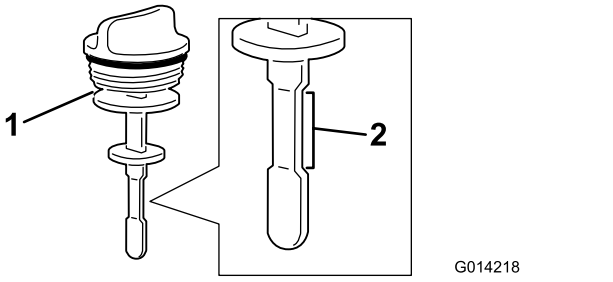

Figura 103
4. Retire la varilla del cuello de llenado y compruebe el nivel de fluido (Figura 103).